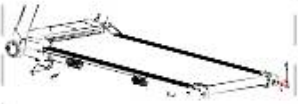

Figure 2
- If the belt drifts right, use the provided hex tool to turn the right idler roller screw clockwise ¼ of a turn (refer to Figure 2).